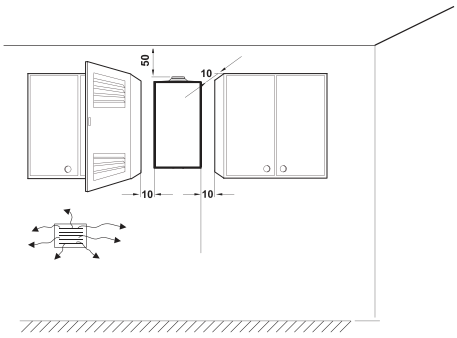

Fig. 5
3. Cuelgue el calentador sobre los cuatro tornillos de expansión y apriete las tuercas tal como se muestra en la Fig. 5.